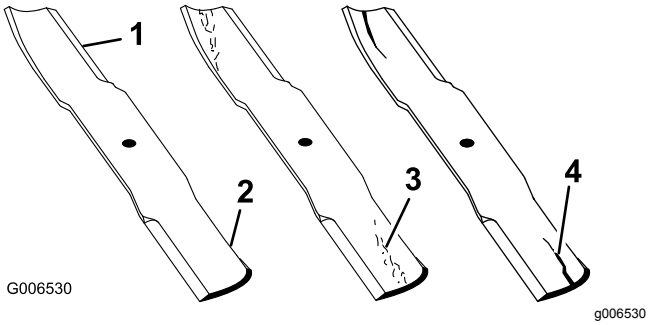

Figuur 72
1. Controleer de snijranden (Figuur 72).
4. Als u scheuren, slijtage of groefvorming in dit deel constateert, moet u direct een nieuw mes monteren (Figuur 72).